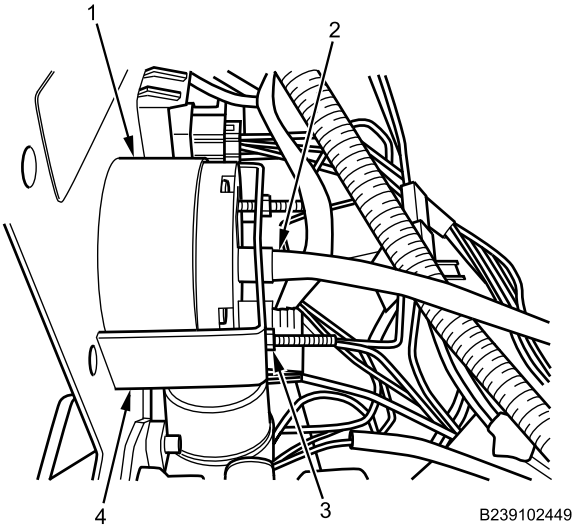

Figure 4. NBC Gauge Hose.
2. Install retainer (Figure 4, Item 4) on rear of gauge (Figure 4, Item 1) with two nuts (Figure 4, Item 3) and tighten securely.
3. Install hose (Figure 4, Item 2) on NBC gauge (Figure 4, Item 1) in position noted during removal.